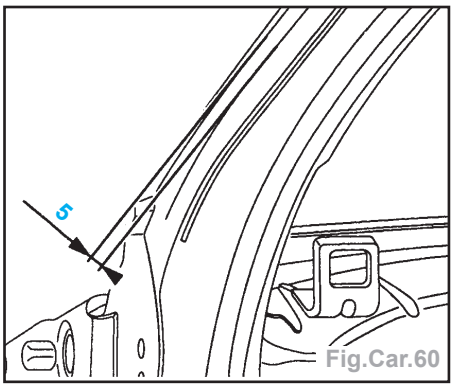

Fig.Car.60
- Reposer le support joint jet d'eau et vérifier la cote (Fig.Car.60).